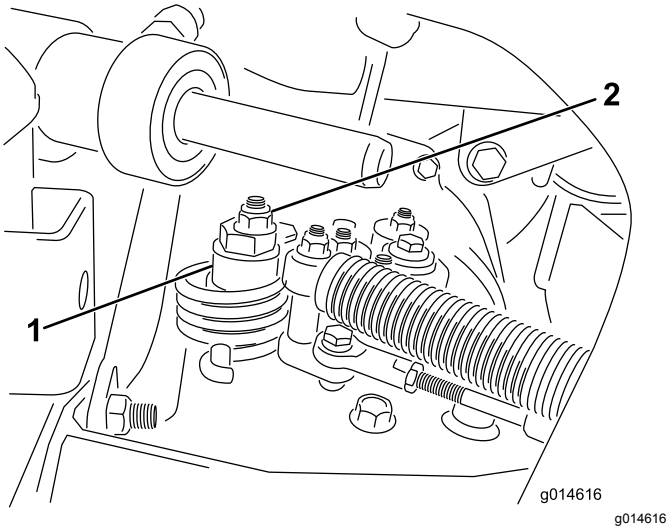

Figur 37
A. Løsn møtrikken, der fastgør den excentriske bolt til den øverste del af hydrostaten (Figur 37).
C. Drej den excentriske bolt, indtil der ikke forekommer krybning i nogen retning. Når hjulet holder op med at dreje, skal den møtrik, der låser den excentriske bolt og justeringen, tilspændes (Figur 37). Kontroller indstillingen med gashåndtaget i positionen LANGSOM og HURTIG.